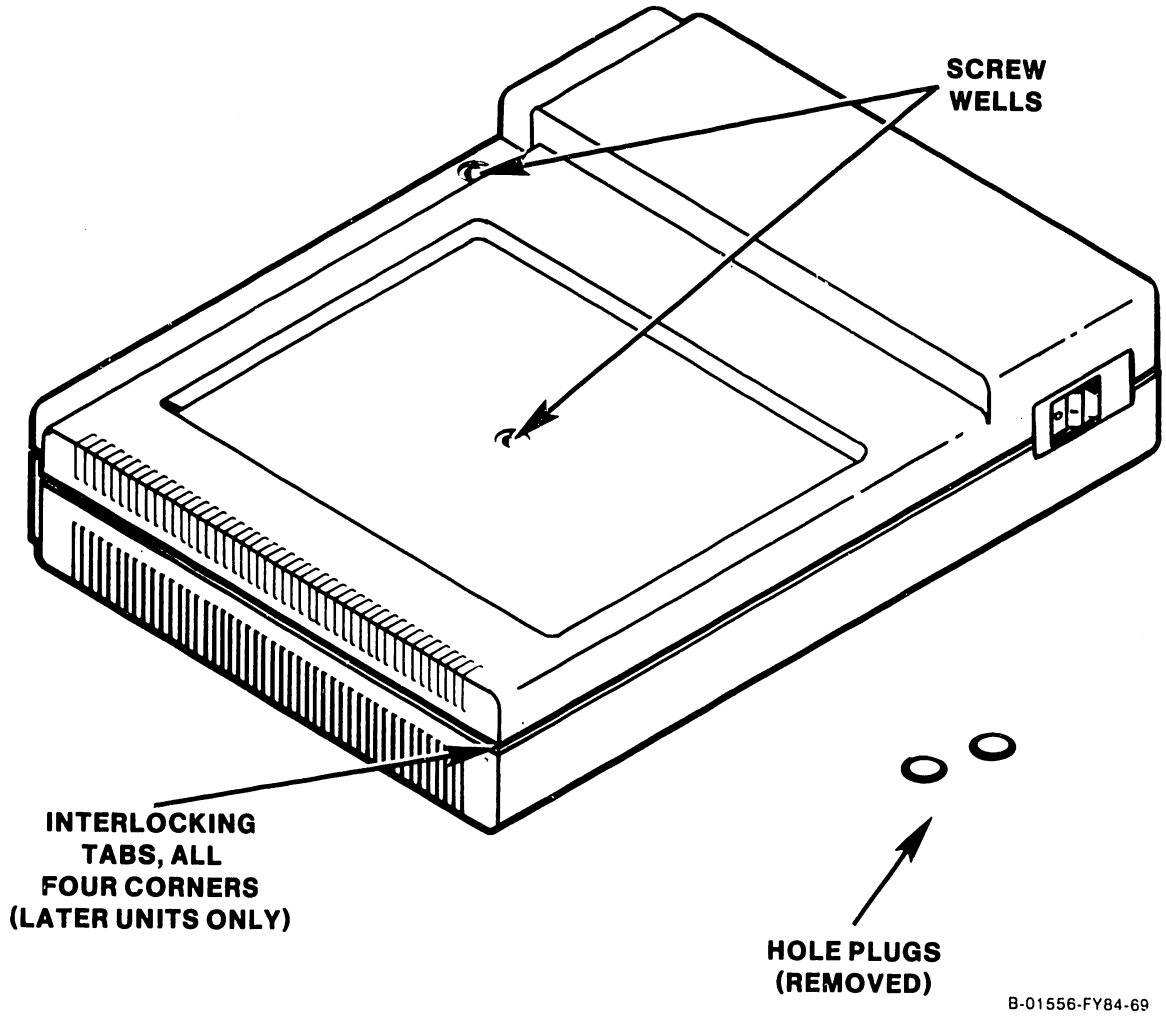

Figure 5-8. Removing the Electronics Base Cover
1. Referring to Figure 5-8, lift two decorative hole plugs out of the Electronics Base top cover.